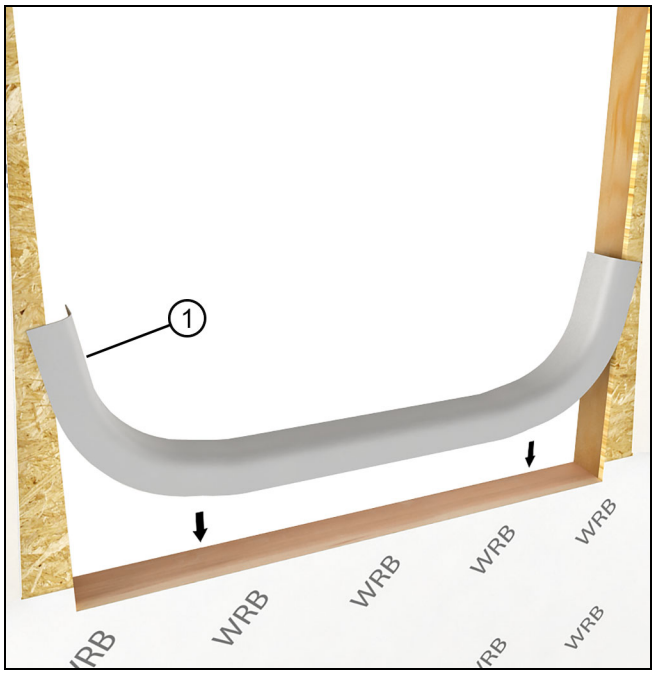

Figure 7
5. TYPE III Sill Pan Flash: Apply self sealing flexible membrane slope. See Figure 7.